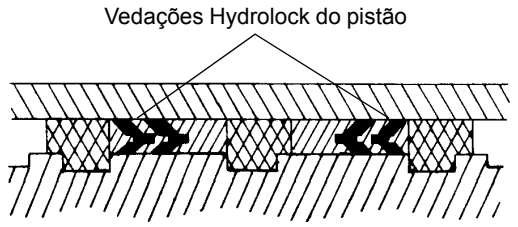

FIGURA 2-38
11. Instale as vedações Hydrolock de reposição na parte externa do pistão Figura 2-38. Verifique se os dois "vês" nas vedações hydrolock apontam um para o outro.